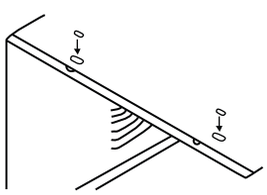

Fig.6
9. Add two foam inserts to holes in top of cabinet where shipping screws were removed from (see Fig .6)
1. Attach foam gasket to top angle above holes as shown in Fig.6.